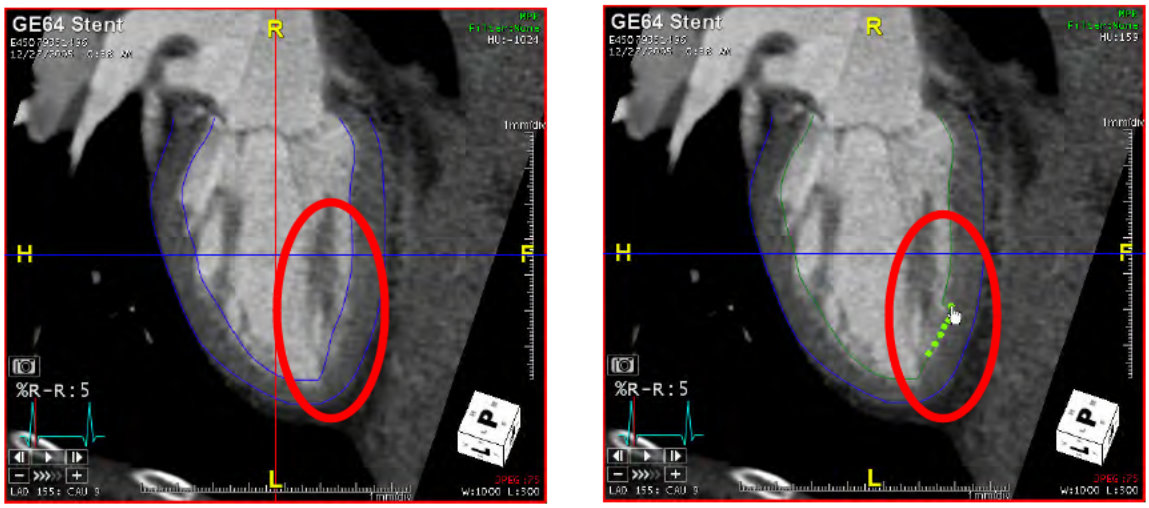

Figure 5-9: Left: Boundary Lines Not Correct; Right: Redrawing Wall
3. Hold the **Shift** key and do multiple clicks along the edges of the wall to redraw the wall in the correct place (see the image on right in Figure 5-9).